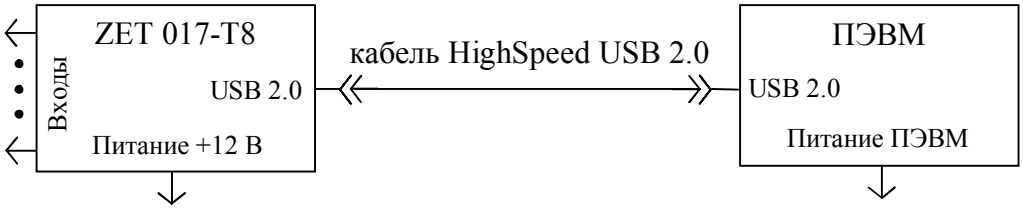

Рисунок 2
- Подключение анализатора при работе с ПЭВМ по шине интерфейса HighSpeed USB 2.0 (рисунок 2). Описание работы и настройка анализатора в данном режиме описаны в соответствующем разделе «Руководство оператора. Часть 1».
1.7.1.1.3 Подсоединить анализатор входящим в комплект кабелем HighSpeed USB 2.0 к порту HighSpeed USB 2.0 ПЭВМ (рисунок 2), при этом питание компьютера может быть как включенным, так и выключенным.
1.7.1.2.3 Подсоединить анализатор входящим в комплект кабелем HighSpeed USB 2.0 к порту HighSpeed USB 2.0 ПЭВМ (рисунок 2), при этом питание компьютера может быть как включенным, так и выключенным.